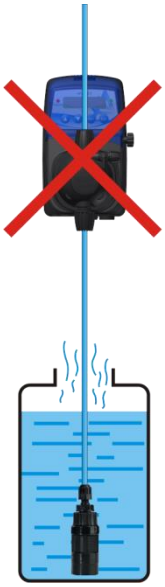

Figure 2
• If the system to be treated works at atmospheric pressure and the chemical tank must absolutely be positioned higher than the injection point (Figure 2), periodically check the functionality of the injection valve (I), as its excessive wear could lead to unintentional injection of the chemical into the plant due to gravity (even with the dosing pump stopped). If the problem persists, insert a counter-pressure valve (V) correctly calibrated between the dosing pump and the injection point.